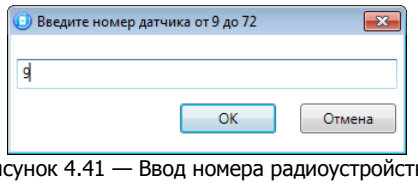

Рисунок 4.41 — Ввод номера радиоустройства
2. В открывшемся окне укажите номер радиоустройства из числа еще не занятых в нумерации ШС и радиоустройств (в указанном диапазоне) и нажмите кнопку *ОК* (см. рисунок 4.41).